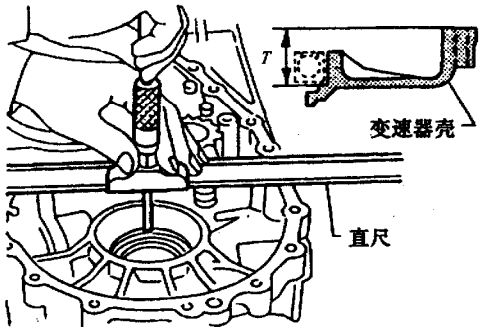

图 9－7－66　测量尺寸 T 值
(2) 如图 9－7－67 所示，测量直尺的厚度 t 值，然后根据公式 9－7－11 计算尺寸 T 值。